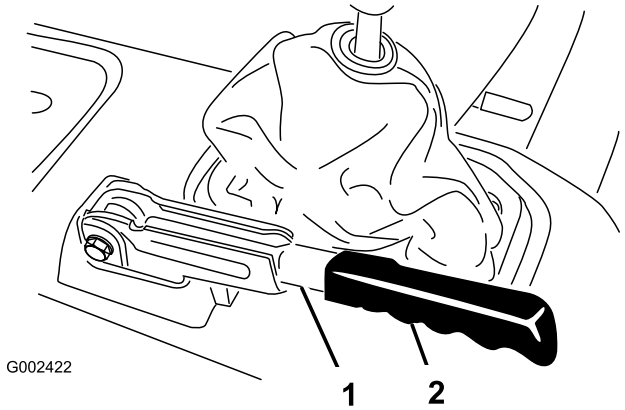

**Figur 60**
1. Fjern gummigrebet fra parkeringsbremsehåndtaget (Figur 60).